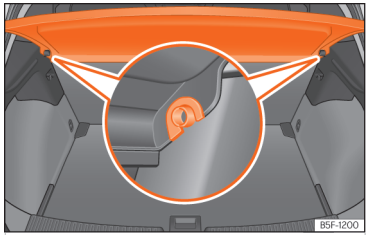

**Fig. 176** In the boot: removing and installing the shelf.
- Remove the rear shelf from the side supports ››› Fig. 176 by pulling it upwards and then take it out.
- Insert the cover horizontally so that the "recess" fits onto the axis of the supports ››› Fig. 176 and press down until it engages.